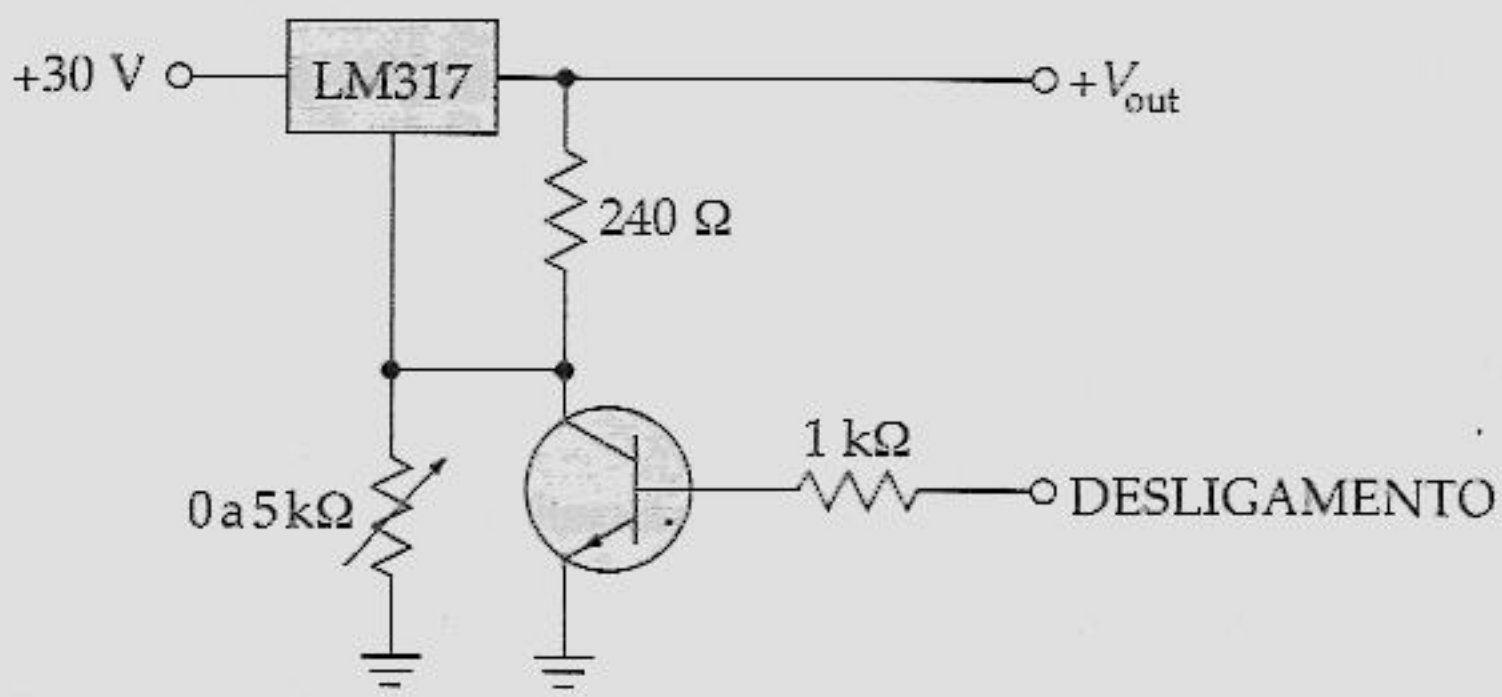

Figura 23.35
23.26 O transistor do circuito da Figura 23.35 está em corte. Para se conseguir uma tensão de saída de 15 V, que valor teria o resistor ajustável?